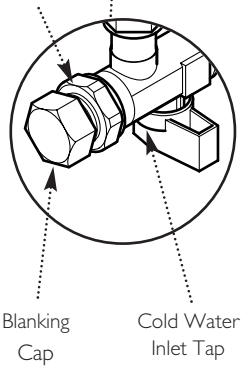

Fig. 67
16. Turn the tap off and draw off from a hot tap. Undo the blanking cap and remove the threaded bush (Fig. 67).